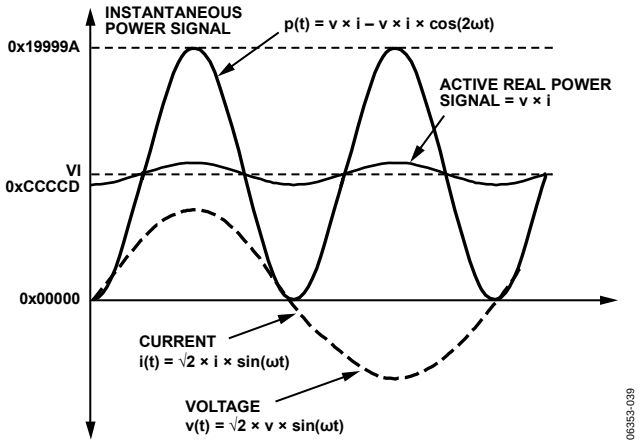

Figure 64. Active Power Calculation
Note that the active power is equal to the dc component of the instantaneous power signal p(t) in Equation 11, that is, VI. This is the relationship used to calculate active power in the ADE7116/ADE7156/ADE7166/ADE7169/ADE7566/ADE7569. The instantaneous power signal p(t) is generated by multiplying the current and voltage signals. The dc component of the instantaneous power signal is then extracted by LPF2 (low-pass filter) to obtain the active power information. This process is illustrated in Figure 64.
The ADE7116/ADE7156/ADE7166/ADE7169/ADE7566/ADE7569 also incorporate an active power offset register (WATTOS[15:0], Address 0x20). It is a signed, twos complement, 16-bit register that can be used to remove offsets in the active power calculation (see Figure 64). An offset can exist in the power calculation due to crosstalk between channels on the PCB or in the IC itself. The offset calibration allows the contents of the active power register to be maintained at 0 when no power is being consumed.
As mentioned in the Active Energy Calculation section, the discrete time sample period (T) for the accumulation register is 1.22 µs (5/MCLK). With full-scale sinusoidal signals on the analog inputs and the WGAIN register (Address 0x1D) set to 0x000, the average word value from each LPF2 is 0xCCCCD (see Figure 64). The maximum positive value that can be stored in the internal 49-bit register is 2^{48} (or 0xFFFF,FFFF,FFFF) before it overflows. The integration time under these conditions when WDIV = 0 is calculated in the following equation: